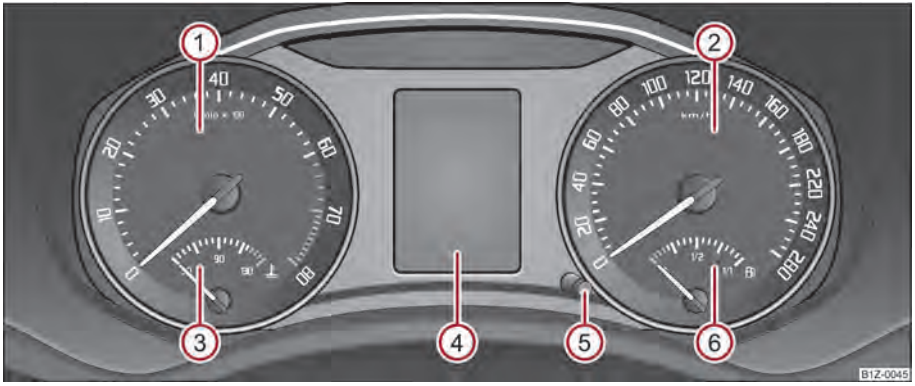

Fig. 2 Instrument cluster
The red zone of the rev counter scale ① ⇒ fig. 2 indicates the range in which the engine control unit begins to limit the engine speed. The engine control unit restricts the engine speed to a steady limit value.
The coolant temperature gauge ③ ⇒ fig. 2 operates only when the ignition is switched on.
The fuel gauge ⑥ ⇒ fig. 2 only operates when the ignition is switched on.
If you hold the reset button ⑤ ⇒ fig. 2 pressed for about 1 second, the trip counter is set back to zero.
You can use the button ⑤ to display the remaining distance driven and the days until the next service interval ⇒ fig. 2. ▶
Reset the service interval displays by using the button ⑤ ⇒ fig. 2.
You can set the time with the rotary knob ⑤ ⇒ fig. 2.